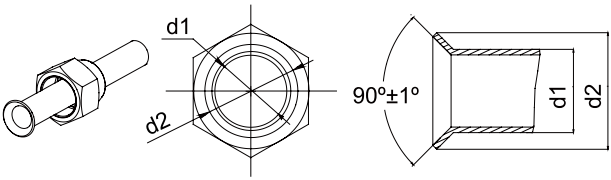

Fig.9
(4). Check if the flare part is spread evenly and there are no cracks (see Fig.9).